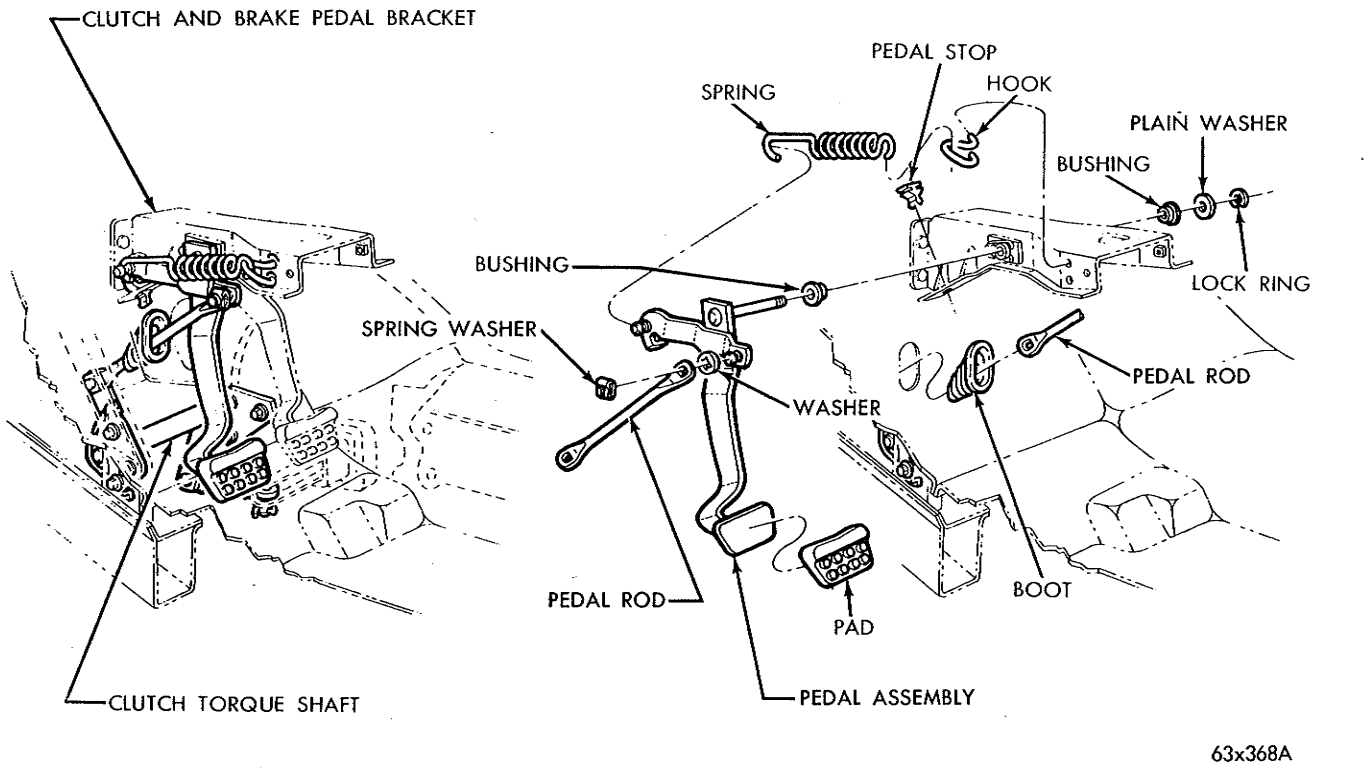
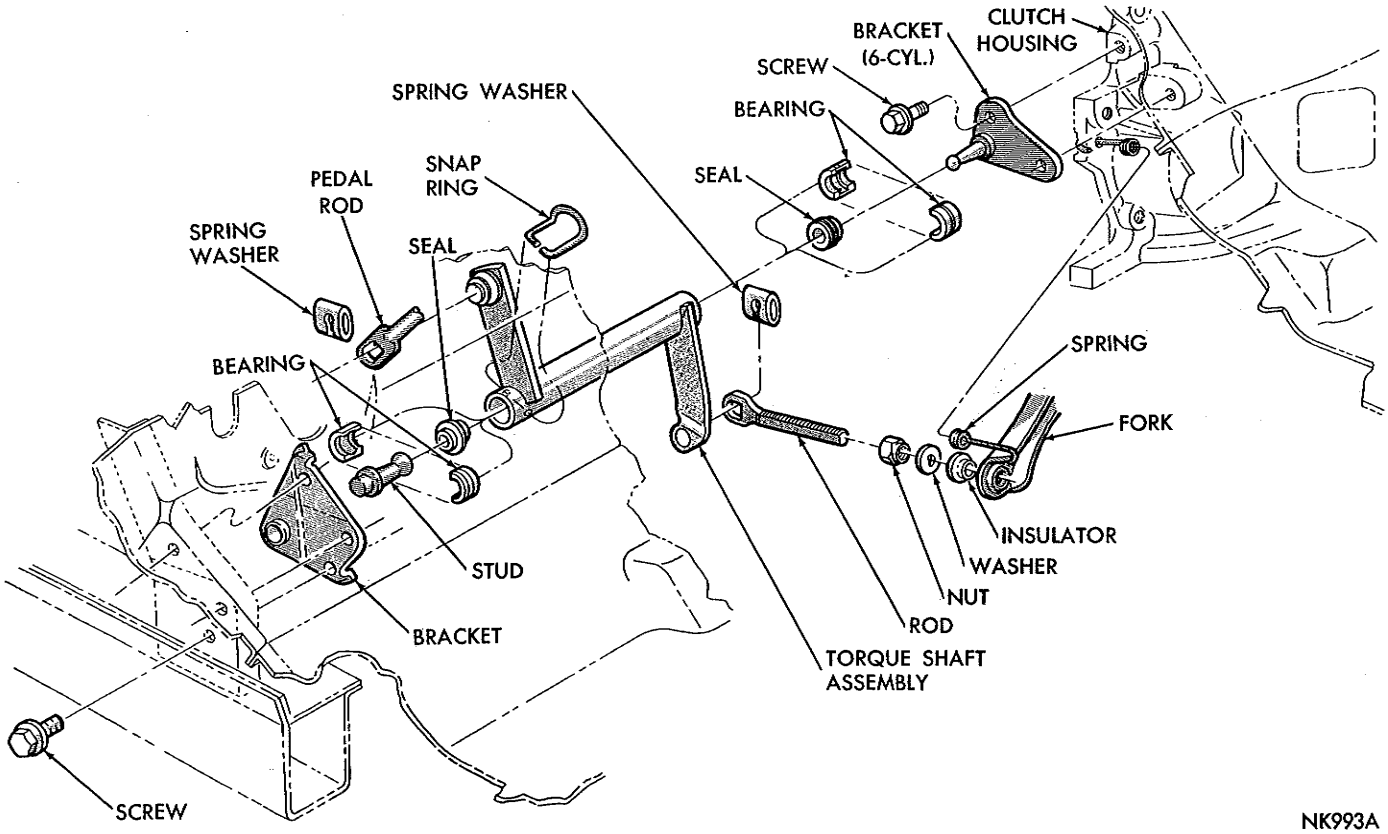
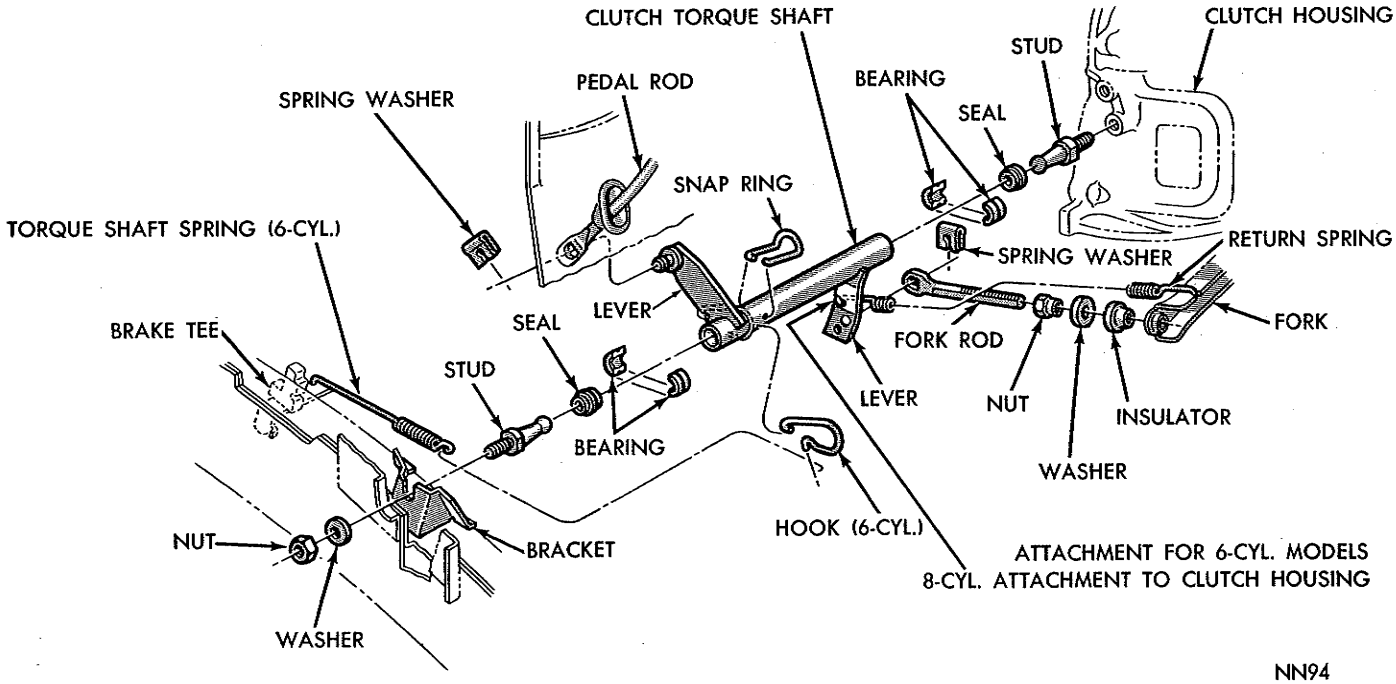
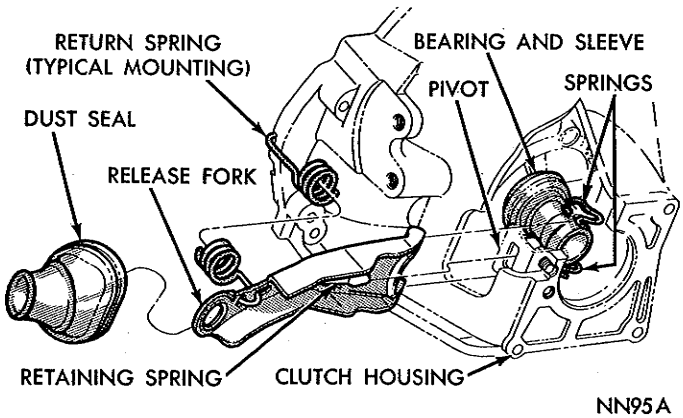

***Fig. 2—Clutch Pedal and Linkage (Valiant Models)***
***Fig. 5—Clutch Torque Shaft and Linkage (Valiant Models)***
***Fig. 6—Clutch Torque Shaft and Linkage (Belvedere 6 and 8 Cyl. Models)***
***Fig. 9—Clutch Release Fork, Bearing and Sleeve***
The upper end of the clutch pedal on all 6-cylinder models, except Belvedere and Fury models with heavy duty clutch, pivots in the pedal mounting bracket on two nylon bushings (Fig. 2). On 6-cylinder
A non-adjustable over-center spring (Fig. 2, 3 or 4) is provided between the pedal and pedal bracket to allow easy clutch pedal operation.
An additional spring connected between the outer end of the torque shaft and the brake tube tee clip, on 6-cylinder Belvedere and Fury models (Figs. 6 and 7) equalizes the clutch fork return spring load on the torque shaft bearings.
(1) Inspect condition of clutch pedal rubber stop (Fig. 2, 3 or 4). If the stop is damaged, install a new one.
(2) On models using A-745 transmission, first disconnect interlock clutch rod at transmission end.
(3) Adjust linkage by turning the self-locking nut (Fig. 5, 6, 7 or 8) to provide 5/32 inch free movement at outer end of fork. This movement will provide the prescribed one-inch free play at the pedal (Fig. 2, 3 or 4).
(4) Assemble interlock clutch rod, if used, to transmission pawl. If necessary to adjust, refer to "Transmission," Group 21.
(2) Remove clutch housing pan.
(3) Disconnect clutch linkage and return spring at fork (Fig. 5, 6, 7 or 8). On Belvedere and Fury 6-cylinder models, also disconnect the torque shaft spring (Fig. 6 or 7).
(4) Remove clutch release bearing and sleeve assembly from clutch release fork (Fig. 9).
(4) Insert clutch cover attaching bolts (after aligning balance punch marks) but do not draw down (Fig. 9).
(5) To avoid distortion of the clutch cover, the bolts should be tightened a few turns at a time (alternately) until they are all tight. Tighten 5/16 inch bolts to 15 foot-pounds, ⅜ inch, 30 foot-pounds. Remove Tool C-360 (or drive pinion if used).
(6) Fill cavity of bearing sleeve with Multi-Mileage Lubricant, Part Number 2525035, or Automotive Multi-Purpose Grease, NLGI grade 2. Also, apply a film of this same lubricant to the lugs of the sleeve.
(7) Position release bearing and sleeve in clutch housing as far forward as it will go.
(8) Lubricate fork fingers and retaining spring, at the pivot contact area, with a film of Multi-Mileage Lubricant, Part Number 2525035, or Automotive Multi-Purpose Grease, NLGI grade 2 (Fig. 9).
(9) Engage release fork fingers under clutch sleeve retaining springs. **Be sure retaining springs on sleeve have lateral freedom** (Fig. 9).
(10) Be sure groove in dust seal is engaged on seal opening flange in clutch housing.
(11) Assemble end of clutch release rod in fork (Fig. 5, 6, 7 or 8).
(12) Install release fork return spring. On Belvedere and Fury 6-cylinder models, also, install the torque shaft spring (Fig. 6 or 7).
(1) Disconnect clutch fork return spring (Fig. 5, 6, 7 or 8).
(2) Disconnect clutch release rod from clutch fork (Fig. 5, 6, 7 or 8).
(3) Pry dust seal out of clutch housing and remove from clutch fork (Fig. 9).
(4) Grasp outer end of clutch fork and pull fork out and free of retaining springs and off knife edge pivot (Fig. 9). **The clutch fork has a riveted flat retaining spring that is engaged in a hole of the pivot. The clutch release fork pivot is an 'L' shaped bracket bolted inside the clutch housing.**
(5) Remove clutch fork from clutch housing.
(1) Apply Multi-Mileage Lubricant, Part Number 2525035, or Automotive Multi-Purpose Grease, NLGI grade 2, to the pivot edge and hole of pivot (Fig. 9).
(1) Install bearing and sleeve into position, engaging the fork under the sleeve springs (Fig. 9).
(2) Install C-730 Pilot Studs in clutch housing and install transmission as detailed in "Transmission Installation," Group 21.
(3) Adjust clutch linkage as detailed in "Adjusting Clutch Pedal Free Play," Page 3.